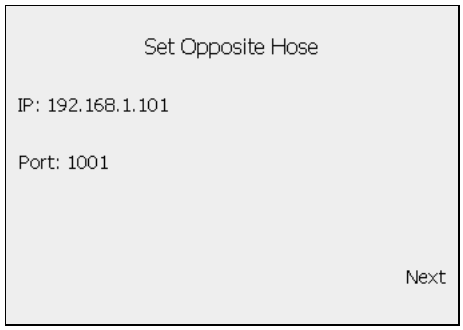

Figure 13-16 Set Opposite Hose Screen
e. You are returned to the Set Opposite Hose screen (Figure 13-16). Press SoftKey #8 to select **Next**.